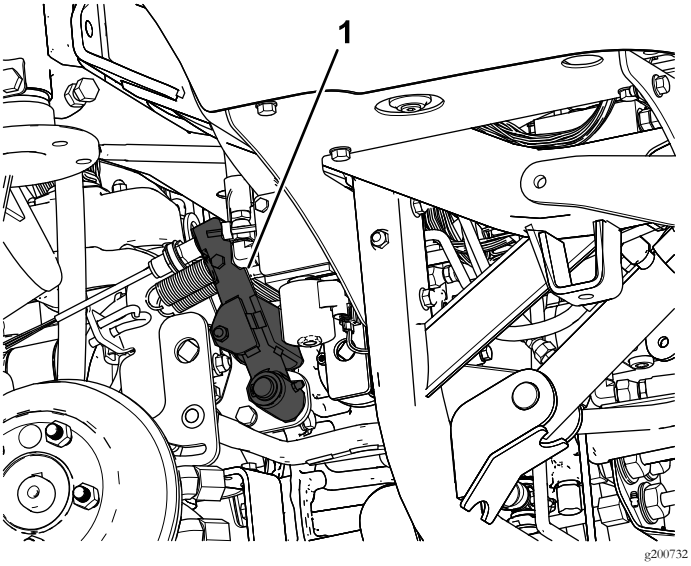
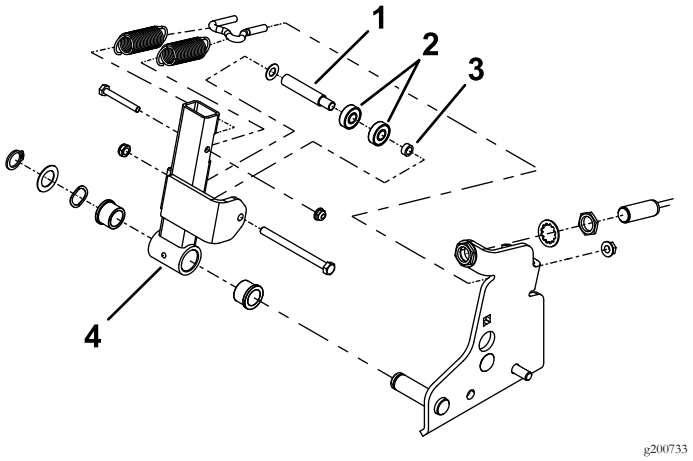

Рисунок 1
Рисунок 2
5. Найдите и снимите установленный рычаг нейтрального положения в сборе (Рисунок 1 и Рисунок 2).
8. Установите рычаг нейтрального положения в сборе на машину (Рисунок 2).